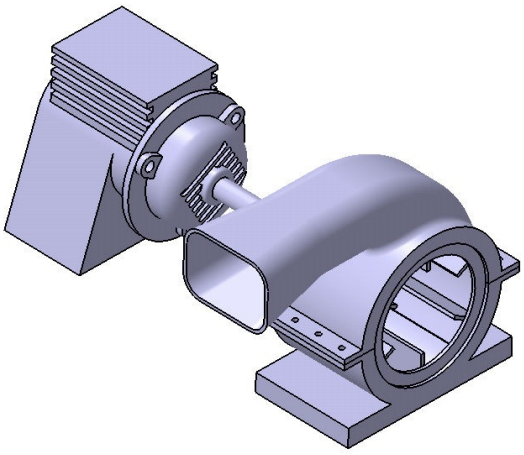

Figure 12-78 *The final Blower assembly*
6. Select the **Constraints** node from the Specification tree and then hide it. The final Blower assembly is shown in Figure 12-78.